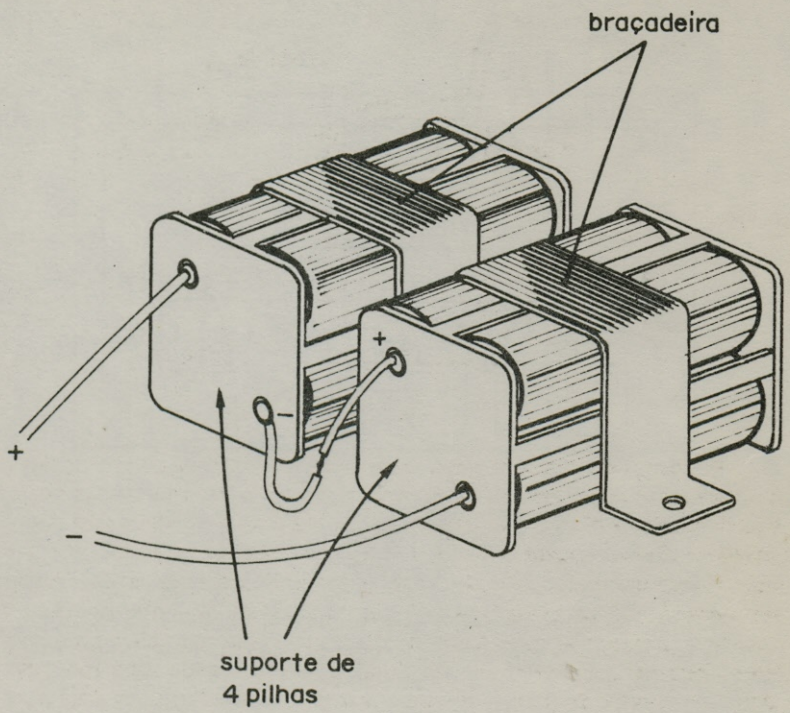

Figura 11
f) A fonte de alimentação que consiste em 8 pilhas pequenas ligadas em série pode ser feita com dois suportes para 4 pilhas os quais são ligados em série e presos à caixa por meio de braçadeiras ou parafusos conforme sugere a figura 11. Se a versão for estereofônica, ou seja, forem montados dois circuitos, sendo um para cada canal, a fonte de alimentação continua única já que as 8 pilhas aguentam perfeitamente a corrente exigida pelos dois sem desgaste apreciável mesmo mantendo-os por longo tempo ligados. Se for usada uma fonte do tipo "eliminador de pilhas" deve-se prover que sua filtragem seja perfeita para que não haja introdução de zumbidos.